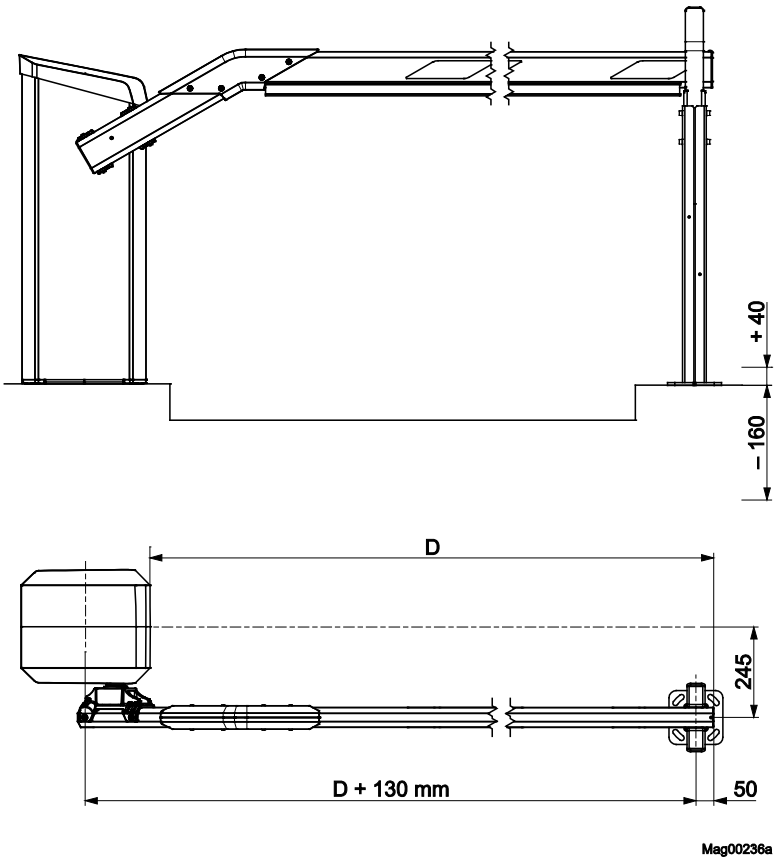

Abb. 16: Abmessungen Schrankengehäuse – Pfosten (Maße in mm)
- Mitte Pfosten mit einem Abstand von 50 mm zur Schrankenbaumspitze platzieren. → Siehe Seite 55, Abb. 16.